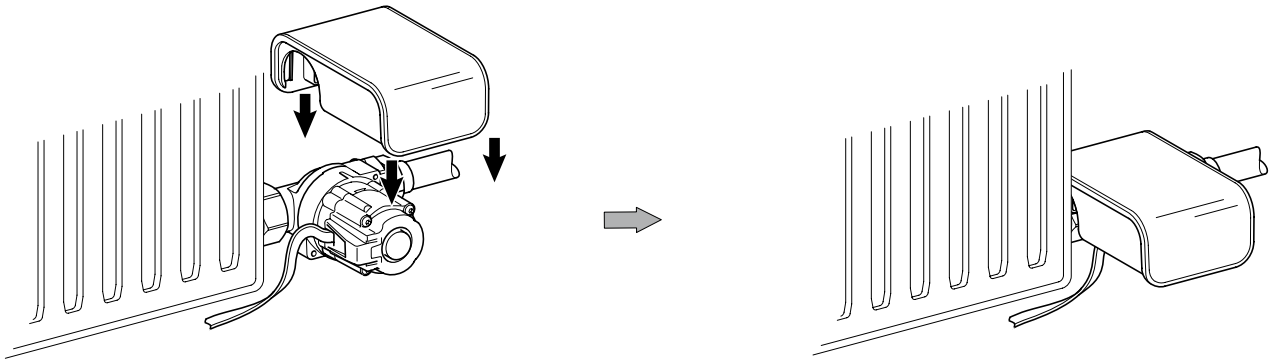

Fig. 18-2: Geniax Design Abdeckung M für Pumpe/Adapter Set Durchgang (Rücklaufadapter)
- Das Geniax Design Abdeckung M für Pumpe/Adapter Set Durchgang gemäß Fig. 18-2 auf den Rücklaufadapter aufstecken.